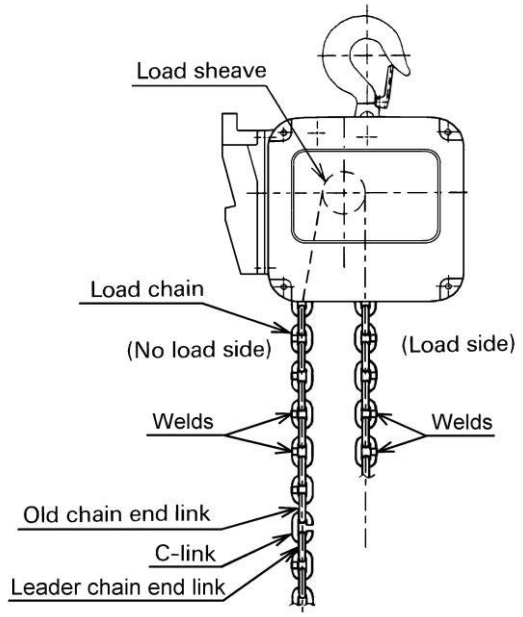

Figure 6-5 Chain Replacement
5) Using a C-link, attach the new chain to the end link of the old chain on the no-load side. The end link of the new load chain should be connected so that the welded portions of the load chain's standing links are oriented to the outside as they pass over the sheave. Refer to Figure 6-5.